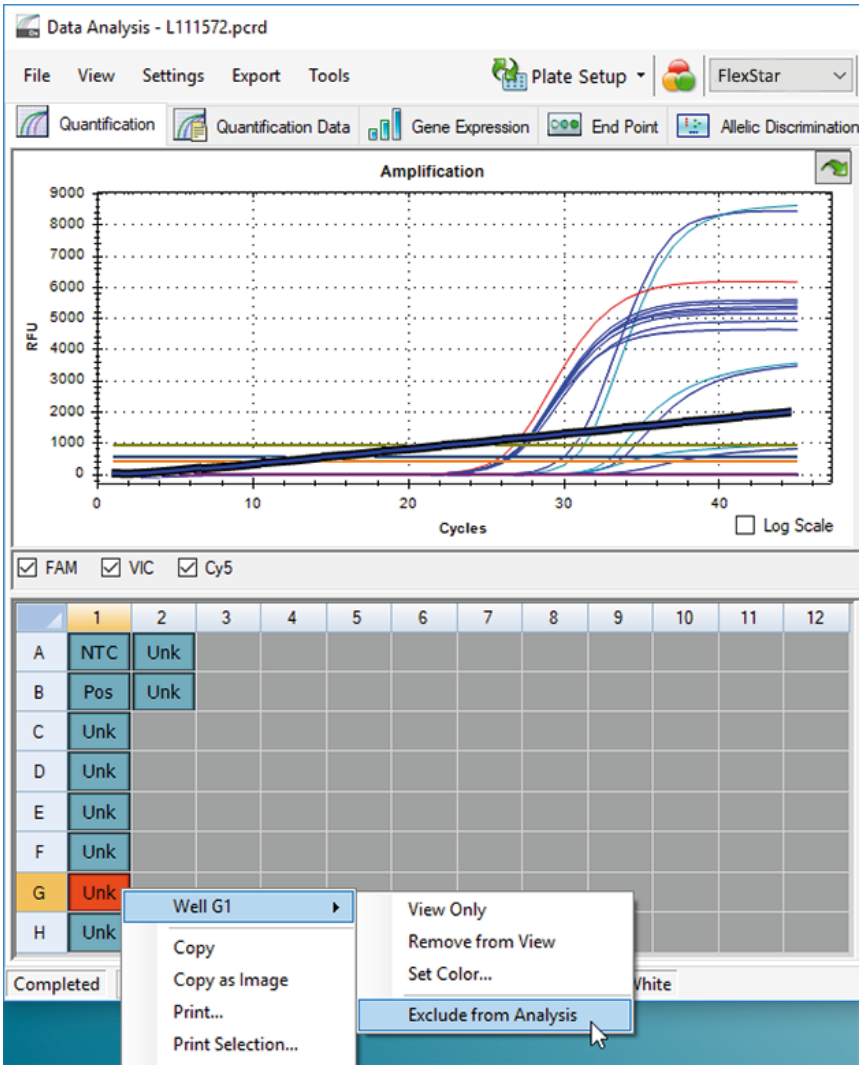

Figura 7: Ejemplo de ventana Data Analysis (análisis de datos): excluir pocillo del análisis
3. Haga clic en cada pocillo afectado con el botón derecho del ratón y seleccione **Well... → Exclude from Analysis** (pocillo... → excluir del análisis) (consulte la figura 7).